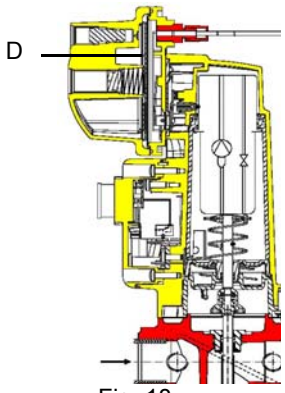

Fig. 18
***Attenzione: il diaframma D dell'SKP2 deve essere verticale (vedi Fig. 18).***